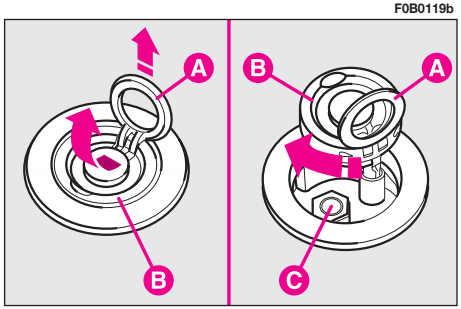

fig. 4
8) Open the tailgate and use ring **A-fig. 4** to lift and turn cap **B** protecting the spare wheel lock bolt **C**.